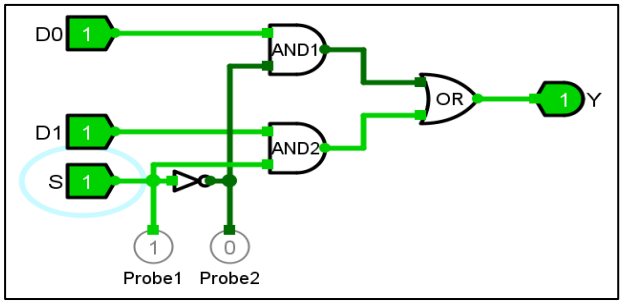

图 1.14 电路冒险检测探针电路图
① 如图 1.14 所示，在非门两端分别连接探针，并设置 D0=1、D1=1、S=1，观察输出值。